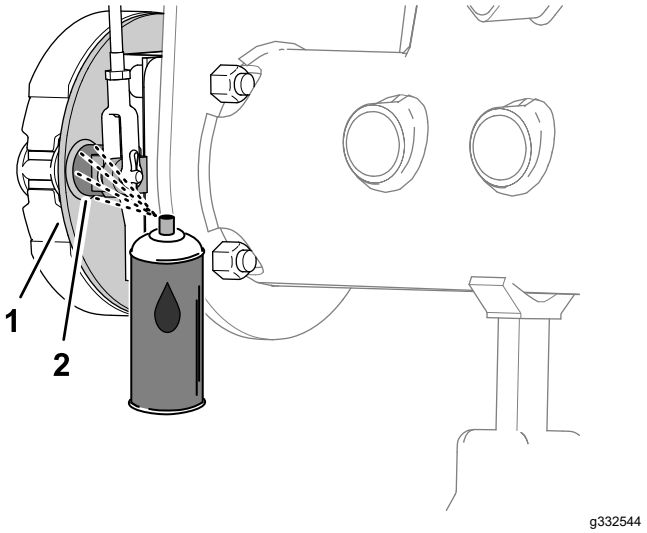
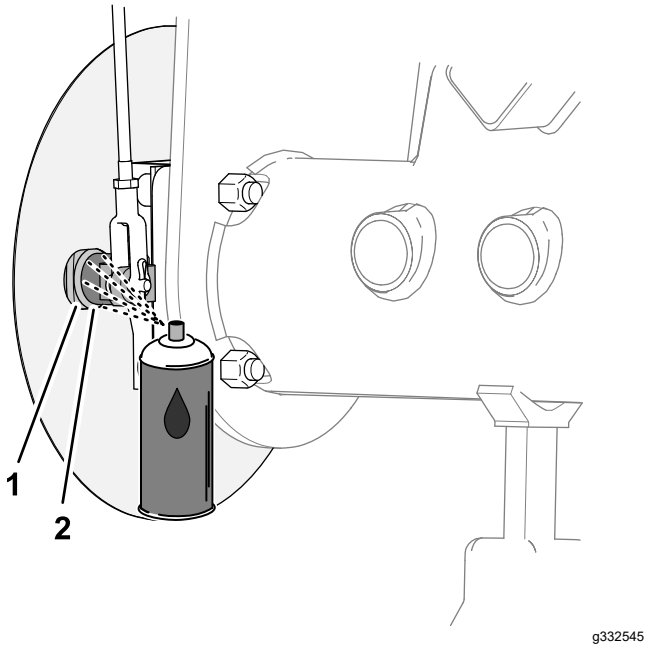

Figur 68
Figur 69
1. Spruta penetrerande olja mellan bromskamaxeln och fästplåten på insidan av bromsfästplåten (maskiner utan det valbara fälggrässkyddet) eller på insidan av hjulskyddet (maskiner med det valbara fälggrässkyddet) (Figur 68 eller Figur 69).